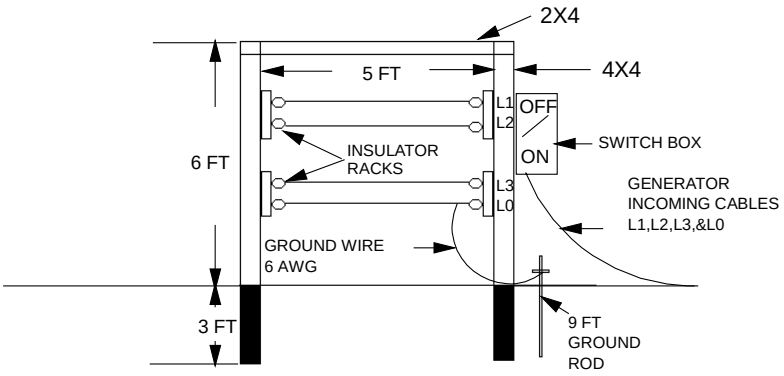

Fig 1-1 Bus Bar
a. Using the general illumination light sets, A bus bar (distribution system) can be fabricated. A bus bar is made utilizing six essential items as illustrated and shown in figure 1-1.
(1) Lineman’s Tool Kit.
(2) Grounding Rod.
(3) Insulator Racks.
(4) Appropriate Size Wire.
(5) Appropriate Switch Boxes and Breaker Boxes.
(6) Lumber 2(4x4’s) and 1(2x4).
(1) Dig two holes 3 ft deep, 5 ft apart and set the 4x4's In the ground as shown in figure 1-1.
(2) Using a 2x6, nail a top brace cross member to the posts to make the framework sturdy.
(4) The wiring for the bus bar must be strung between the 4x4's using the insulator racks.
(5) Ensure that the wire is tight as possible using a dead end tie. The size wire will be determined by the generator capacity and the power requirements.
(6) Place a grounding rod about 1 foot from the bus bar and drive it into the ground to the proper depth of 8 ft to 8 ½
(7) Once the wire has been positioned, mark each wire with tape so the phases can be identified or some other non-conducting material. Remember, the bus bar is the main connection point for all combined power. So the wire must be able to handle the entire load of the area being powered up. **(Procedures for determining load requirements will be covered in detail later in this course).**
a. Once you have completed the bus bar, you will need to add a switch box to the frame as shown in figure 1-1. Switch boxes are provided in the large and small light set(s). The switch box is used for connecting and disconnecting generator(s). It is also a safety measure in that all power can be shut off from the bus bar, and the area being provided power. You will need to have the proper size switch box for your bus bar because your switch box will be required to handle the same amount of power that your wire used on the bus bar handles.
b. The large light set contains a (1) 70 ampere circuit breaker box with 15 and 30 ampere circuit breakers to provide over current protection for circuits.
c. The small light set provides (3) 30 ampere breaker boxes with 15 and 30 ampere breakers. The light set also provides (1) 100 and (3) 60 ampere Single throw single pole switch boxes which are three-phase. These switch boxes are to be used as the primary over current protection for our main circuits and feeder circuits.
a. The simplest method of connecting a generator to a bus bar is to run four conductors from the generator terminal board to the input connections of the switch box which is mounted to the bus bar as shown in figure 1-1. From the output connections of the switch box, connect the conductors to the appropriate conductors on the bus bar. This will ensure a disconnecting point between the generator and the bus bar.
To ground the bus bar to the system, you can use #4 AWG wire. Once you have the wire, you need to connect the wire to the grounding rod. The grounding rod is drove in the ground at least 8 ft as shown in figure 1-1. To connect the wire to the bus bar and grounding rod, use a splice connector that is located in the light set. Ensure that you have continuity between the bus bar and grounding rod. Bad continuity could cause loss or damage to Life or equipment!